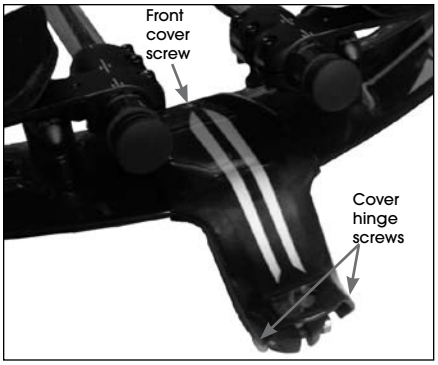

Figure 4. Cover on stem
7. Install the screws that secure the stem cap (Figure 4): two cover hinge screws and the front cover screw.